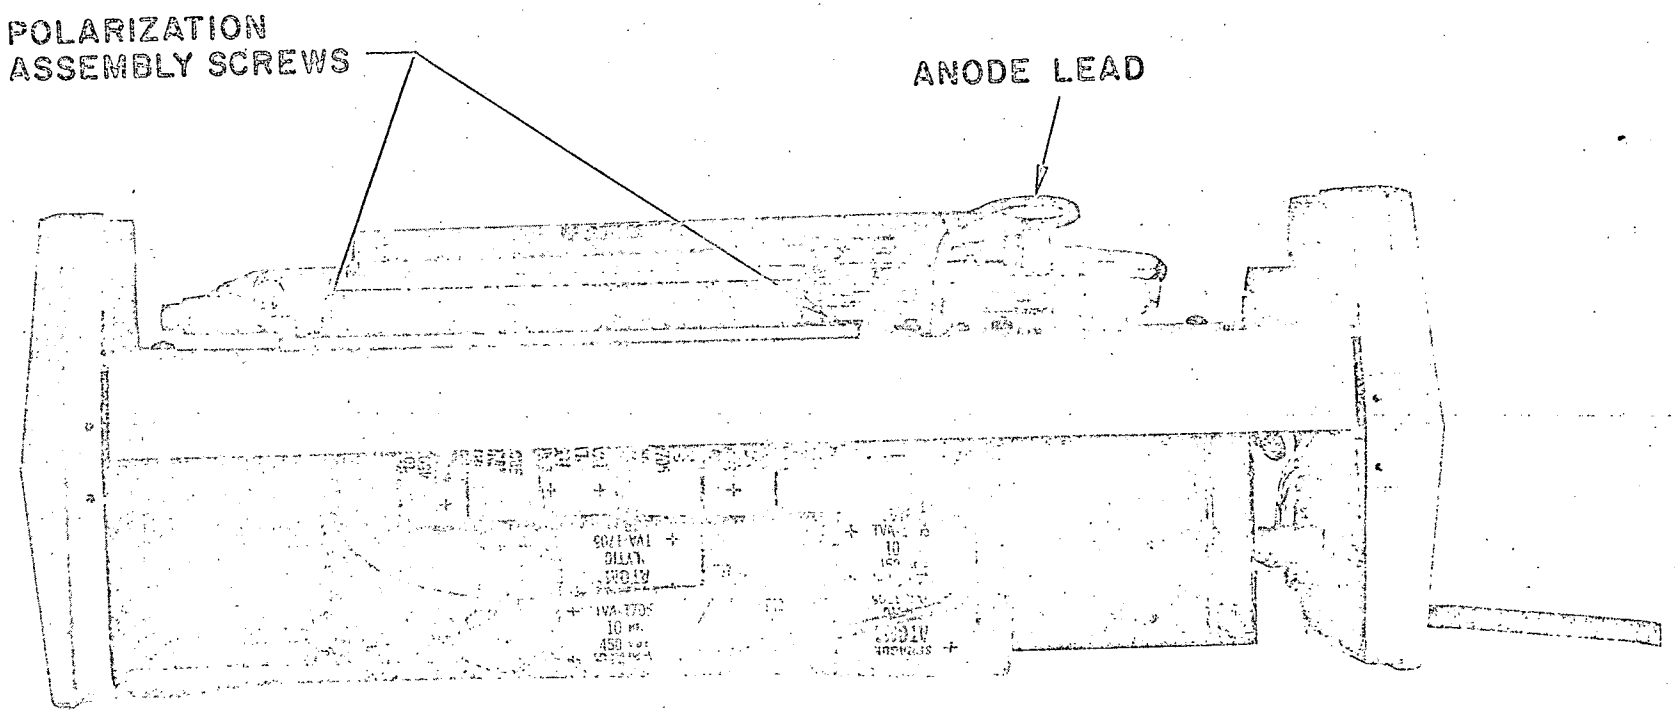

Figure 4-2 Anode Lead and Polarization Assembly
3. Remove two screws to release polarization magnet (shown in Figure 4-2). Slide this assembly clear.
3. Lay the polarization magnet assembly in place as shown in Figure 4-2. Check that there is clearance to the tube with mounting-holes lined up. If not, loosen the tube mounting brackets to re-position the tube. Then tighten the tube in this position.